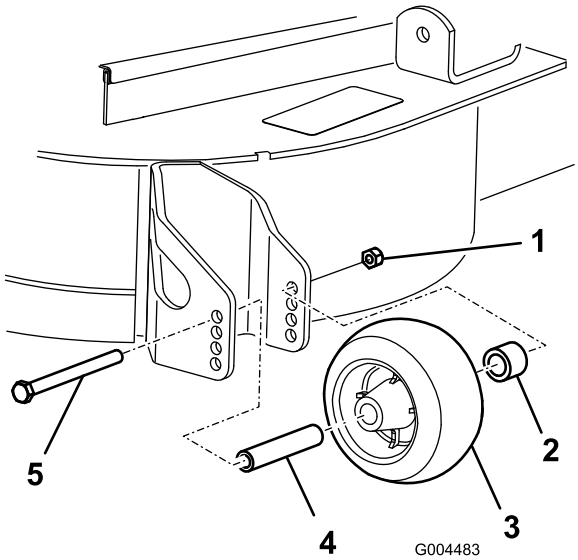

**Figur 22**
3. När du har ställt in klipphöjden ska du justera valsarna genom att ta bort flänsmuttern, bussningen, distansbrickan och bulten (Figur 22).
**Obs:** Dra åt till ett moment på 54–61 Nm (Figur 22).